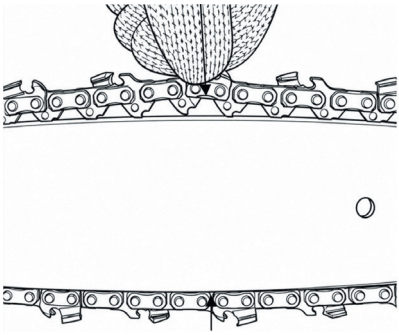

Рис. 21
3. Проверьте натяжение цепи. Для этого возьмите цепь посередине шины с верхней части и приподнимите верх. Цепь должна выходить из направляющего паза шин на высоту зуба (4-5мм) (Рис. 21).